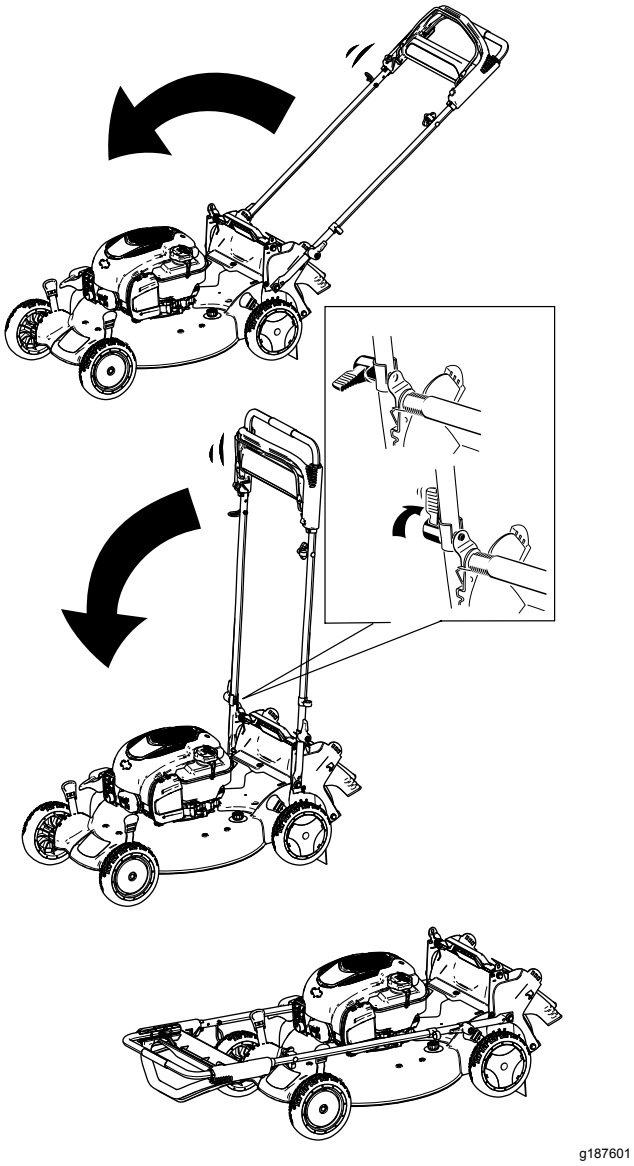

Figur 36
2. För handtaget framåt (Figur 36).